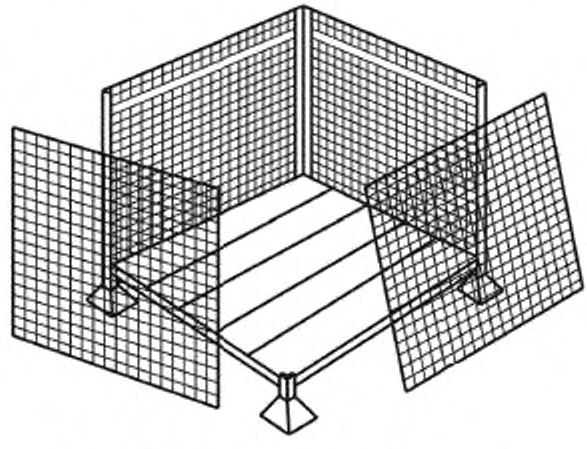

Рисунок 35 — Клеть сетчатая для фиксации груза
5.3 **сетчатая клеть для фиксации груза:** Вертикальные решетчатые или сетчатые стенки, устанавливаемые на поддон для фиксации груза с двух или более сторон (см. рисунок 35).